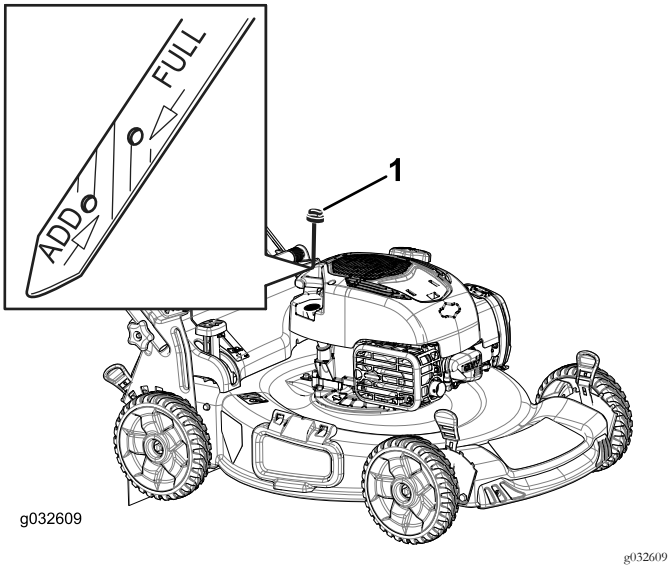

Bild 10
1. Ziehen Sie den Peilstab (Bild 10) heraus.
2. Füllen Sie das Öl langsam in den Einfüllstutzen ein, um den Ölstand auf die Marke Voll am Peilstab anzuheben (Bild 10). **Füllen Sie nicht zu viel ein.**